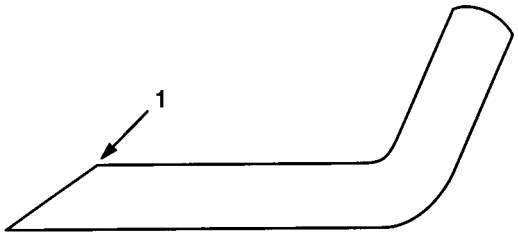

Fig. 17
3. Controllare il tagliente di ogni lama ed affilarlo se è smussato o scheggiato. Affilare soltanto la parte superiore del tagliente, e mantenere l'angolo di taglio originale per garantire l'affilatezza (Fig. 17). La lama rimane equilibrata se viene tolto lo stesso quantitativo di metallo da entrambi i taglienti.